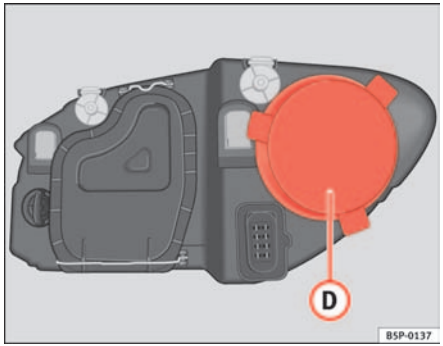

Fig. 179 Side lights
– Remove the cover ⇒ fig. 179 (D) by pulling on this.